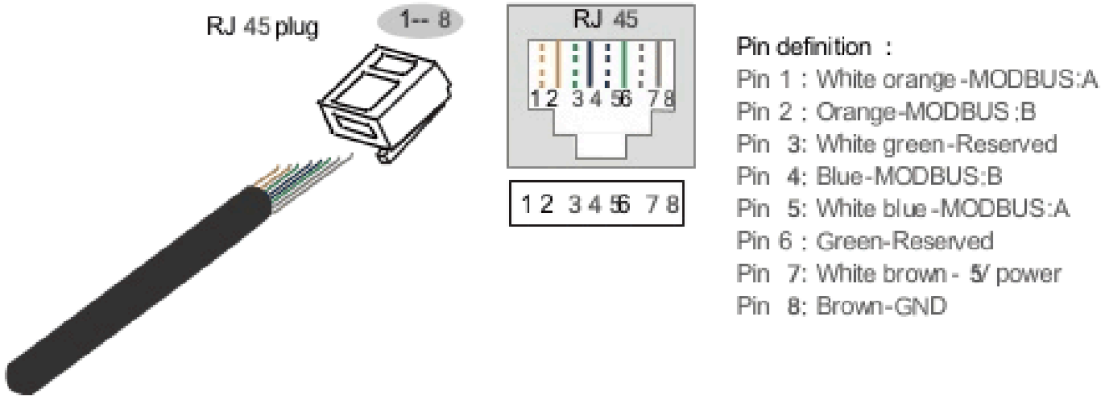

FIGURE 2-13 Pin definition of MODBUS
1. The MODBUS port is used for MODBUS serial communication with a supervisory computer. It uses an RJ45 connector; the pin assignment is shown in Figure 2-13.